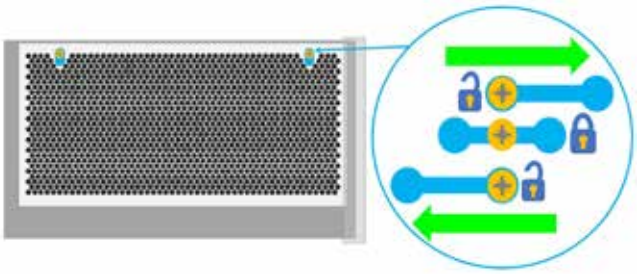

Fig 10 Fente de fixation de la vis de l'os du chien
3. Le premier couvercle peut alors être poussé vers la droite pour le dégager de la fente de la vis, (voir figure 10) puis être tiré vers l'avant et soulevé vers le haut pour être retiré. Pour les couvercles supplémentaires installés sur les unités 1500 ou 2000, desserrez les vis de fixation et retirez-les comme pour les couvercles précédents.